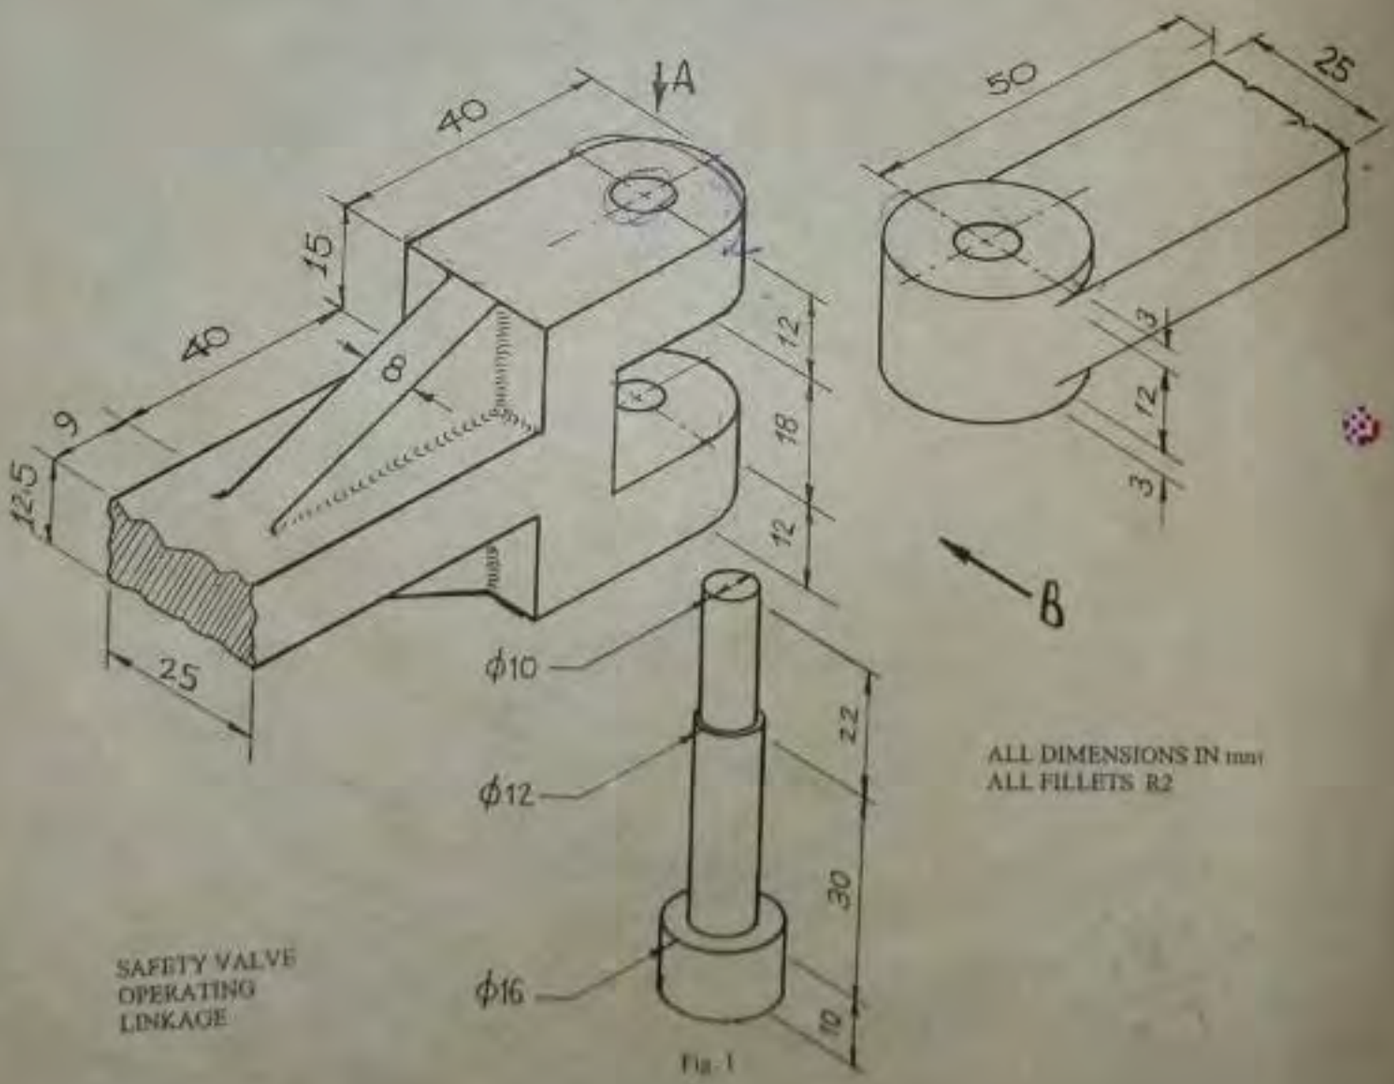

Fig. 1
1. Fig. 1 shows a detail from a stationary engine. Using four times full-size, draw in third angle projection the given detail with parts assembled together.